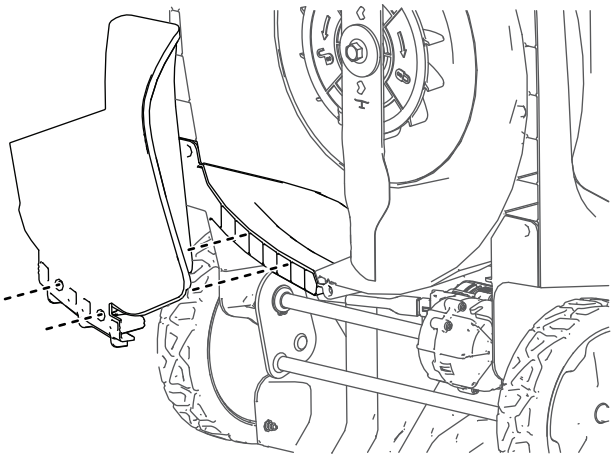

Rysunek 13
4. Ustaw równo przystawkę do mulczowania i wciśnij ją od spodu, aż zatrzaśnie się na swoim miejscu na dwóch kołkach ustalających — patrz Rysunek 13.